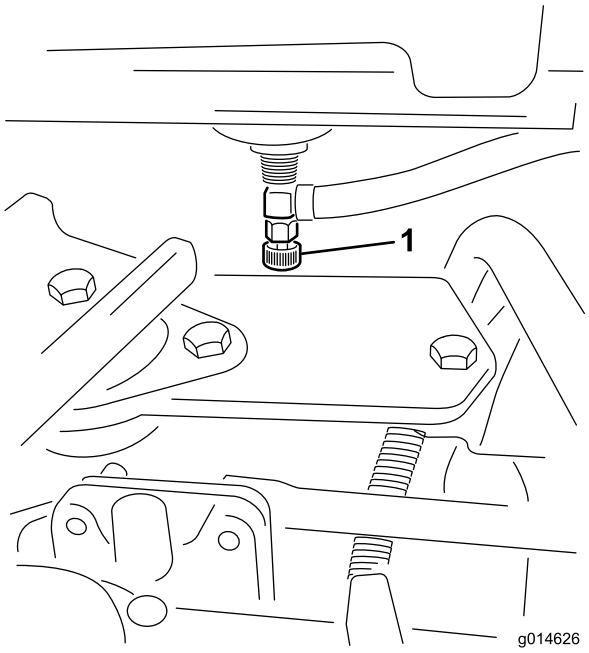

Figuur 47
1. Sluit de brandstofafsluitklep (Figuur 47) onder de brandstoftank.